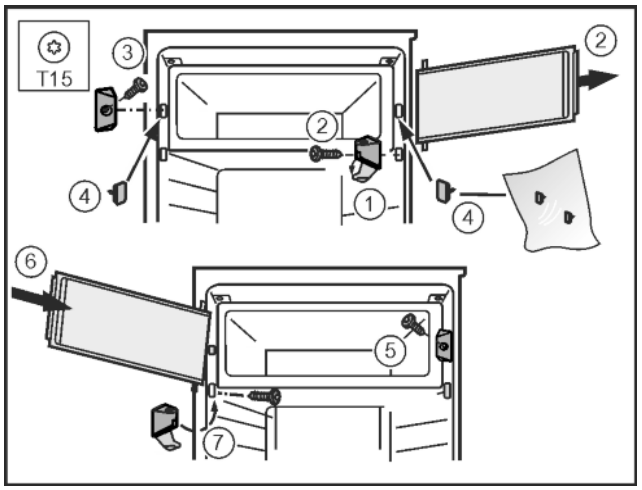

Fig. 14
- ▶ Fold away the cover on the bearing bracket. *Fig. 14 (1)*
- ▶ Remove the freezer compartment door: Unscrew the bearing bracket with a T15 screwdriver. *Fig. 14 (2)*
- ▶ Unscrew the closing piece with a T15 screwdriver. *Fig. 14 (3)*
- ▶ Close off the exposed holes with the supplied plugs. *Fig. 14 (4)*
- ▶ Fit the closing piece with a T15 screwdriver. *Fig. 14 (5)*
- ▶ Insert the freezer compartment door from the top. *Fig. 14 (6)*
- ▶ Fit the bearing bracket and fold up the cover. *Fig. 14 (7)*